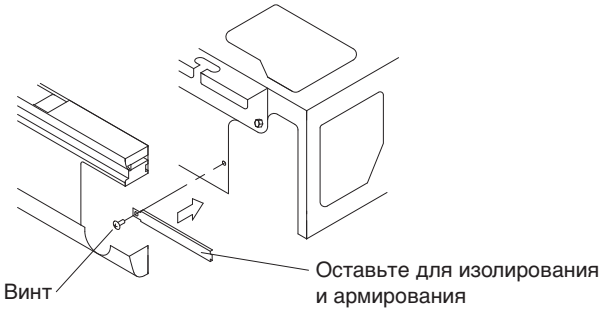

Рис. 30
- После прокладки дренажного трубопровода используйте остатки уплотнительного материала и армирования, удаленные как было указано в разделе **"6. РАБОТЫ С ТРУБОПРОВОДОМ ДЛЯ ХЛАДАГЕНТА"**. Остатки уплотнительного материала и армирование можно не использовать с правой стороны (армирующей плиты). **(См. рис. 30)**